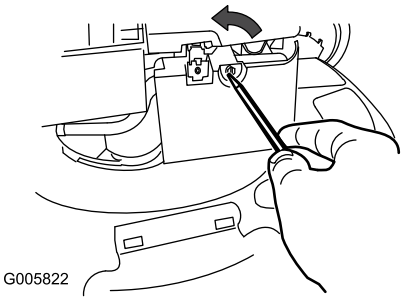

Figuur 26
1. Gebruik een schroevendraaier om het luchtfilterdeksel te openen (Figuur 26).